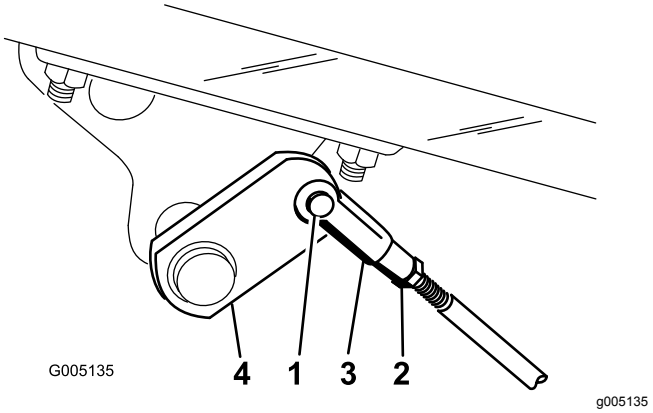

Figur 55
2. Hvis bremserne ikke låser lige meget, skal du afmontere bremsestængerne ved at fjerne låseclipsen og gaffelbolten (Figur 55).
3. Løsn kontramøtrikken, og juster gaffelstykket tilsvarende (Figur 55).
4. Monter gaffelstykket på bremseakslen (Figur 55).